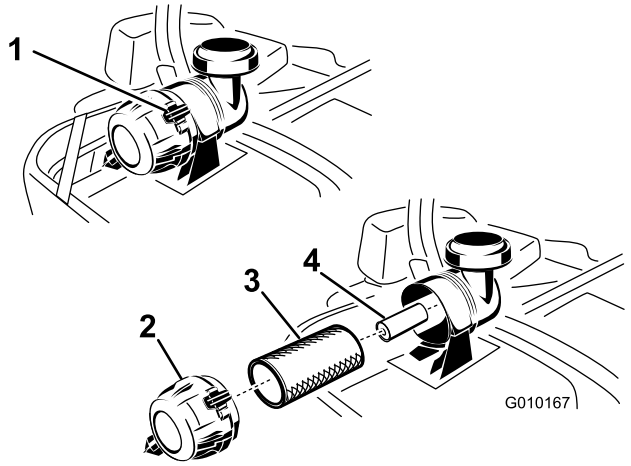

Figuur 48
3. Druk omlaag om de bevestigingsklemmen van het luchtfilter te openen en trek het luchtfilterdeksel van de behuizing van het luchtfilter (Figuur 48).
5. Schuif het filter voorzichtig uit de luchtfilterbehuizing (Figuur 48). Zorg ervoor dat u niet met het filter tegen de zijkant van de luchtfilterbehuizing stoot.
1. U mag het papierfilter niet reinigen; vervang het(Figuur 48).
2. Als u het hoofdfilter vervangt, schuif het dan voorzichtig in de filterbehuizing (Figuur 48).
3. Schuif het voorfilter voorzichtig over het hoofdfilter (Figuur 48). Zorg ervoor dat het filter volledig vastzit door de buitenring van het filter tijdens de montage aan te drukken.
4. Plaats het luchtfilterdeksel met het ontluchtingsventiel omlaag en draai het zo dat de bevestigingsklemmen het deksel op de juiste plaats vergrendelen (Figuur 48).